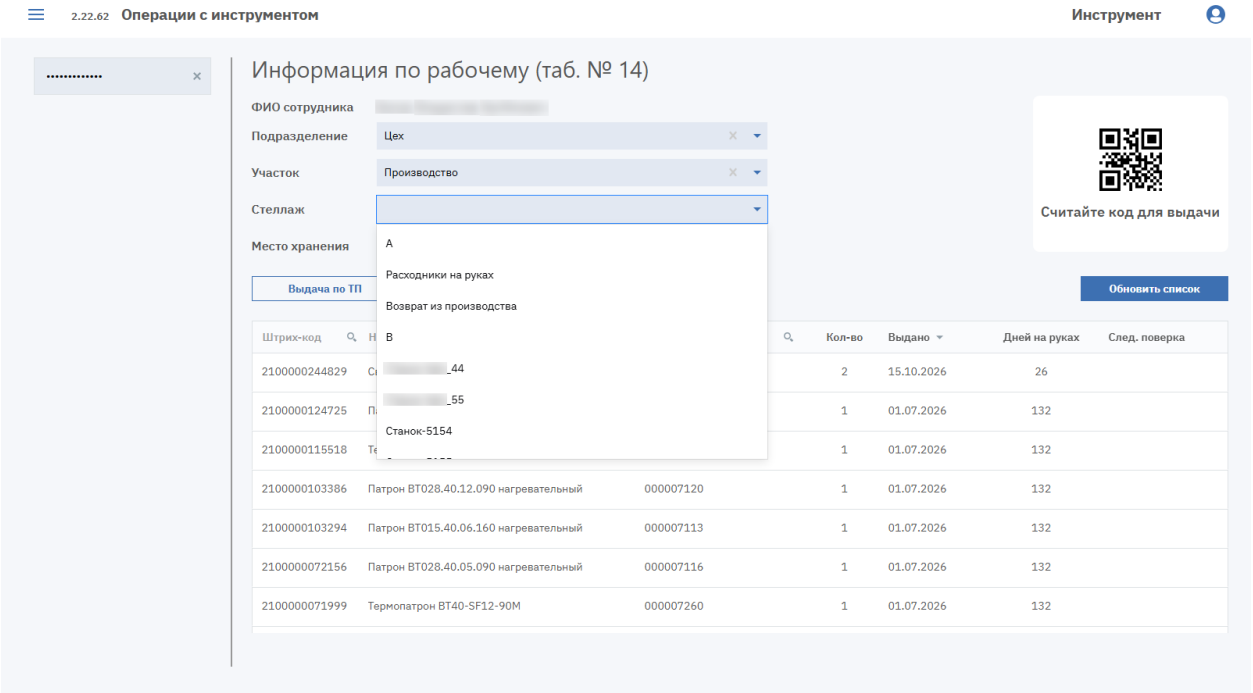
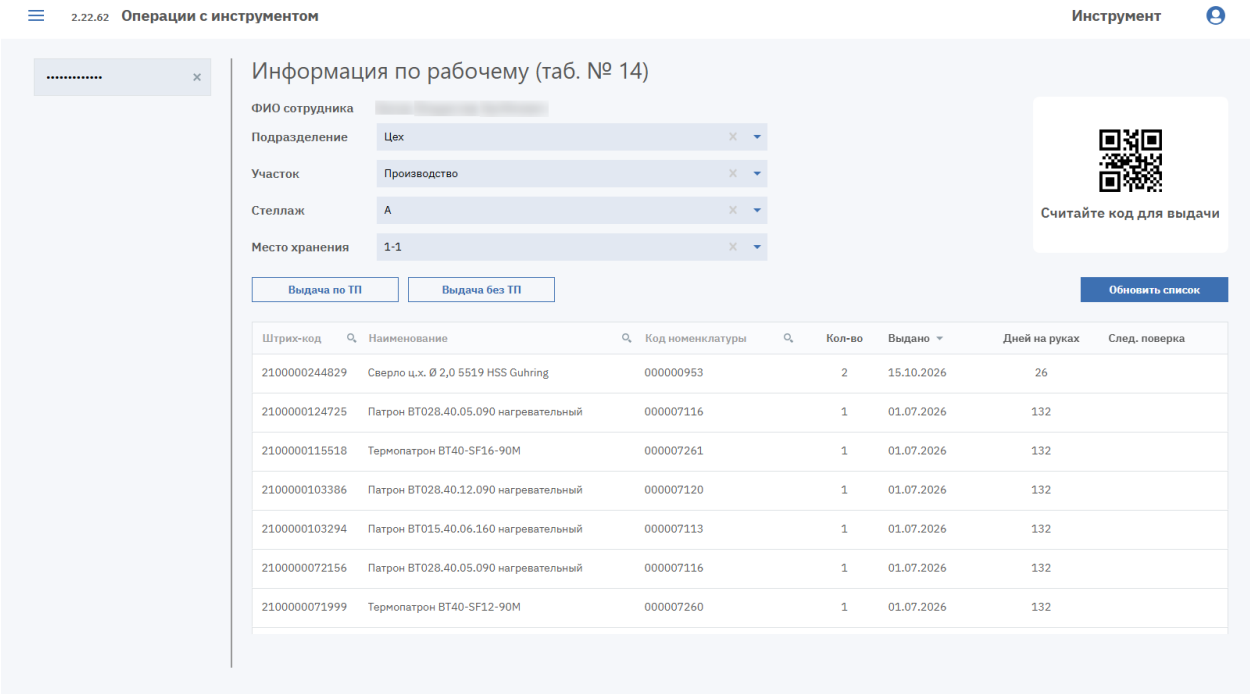

Рисунок 149. Выбор стеллажа
Рисунок 150. Выбраны стеллаж и место хранения
3. В поле «Стеллаж» выберите стеллаж или станок работника (см. Рисунок 149), в поле «Место хранения» – место хранения (см. Рисунок 150).